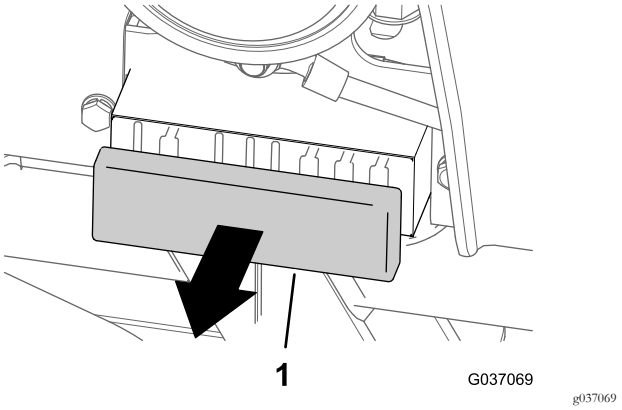

Figura 36
1. Retire la cubierta del bloque de fusibles (Figura 36).
3. Instale la cubierta en el bloque de fusibles (Figura 36).